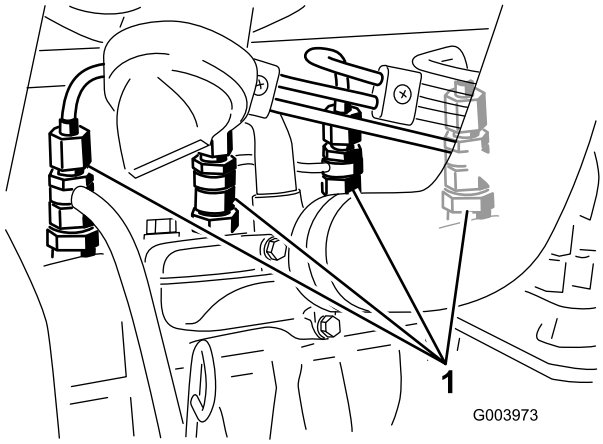

Figur 49
1. Lossa röranslutningen till munstycke nr 1 och hållaren (Figur 49).